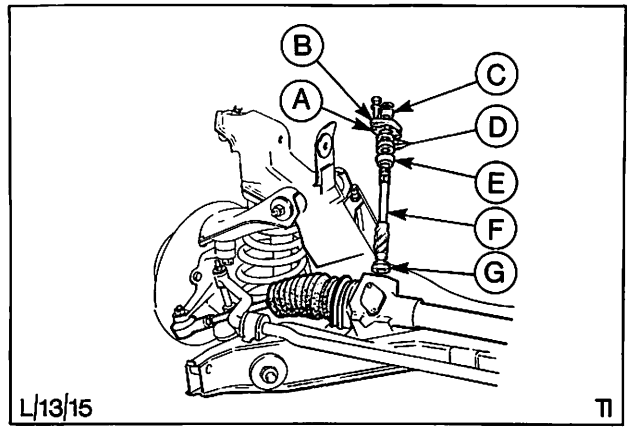

Abb. 26 Ritzellagerdeckel und Ausgleichscheiben
10. Deckel abbauen und mit Dichtung wieder anbauen. Schrauben mit vorgeschriebenem Drehmoment festziehen, Abb. 26.